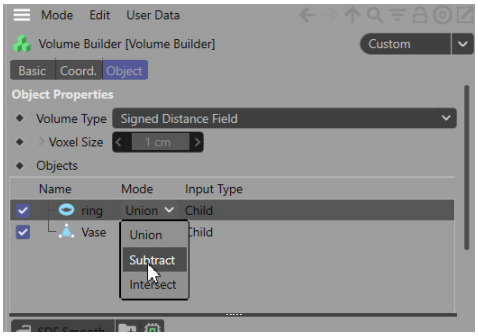
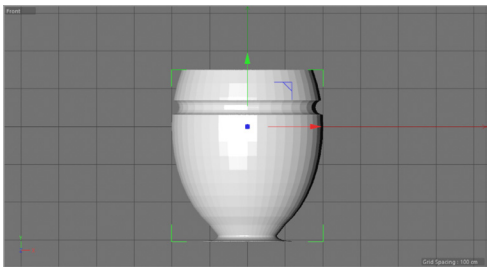

Figure 3-82 *Choosing* ***Subtract*** *from the* ***Mode*** *drop-down list*
Figure 3-83 *Groove created on vase*
8. Select **Subtract** from the **Mode** drop-down list located next to *ring*, as shown in Figure 3-82; groove is created on *vase*, as shown in Figure 3-83.